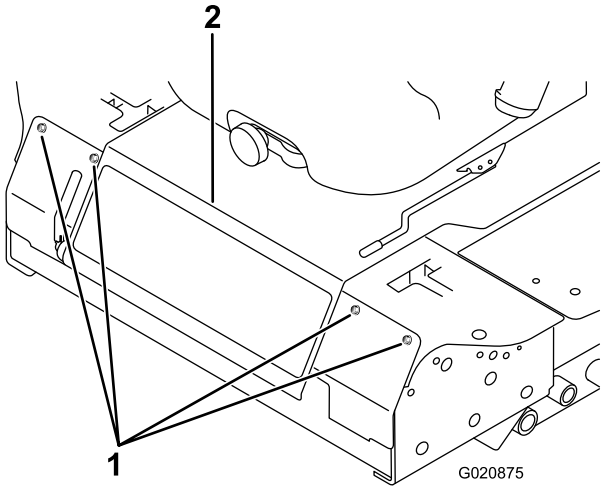

Figur 59
3. Fjern de bolte, der fastgør frontpanelet, og tag panelet af (Figur 59).